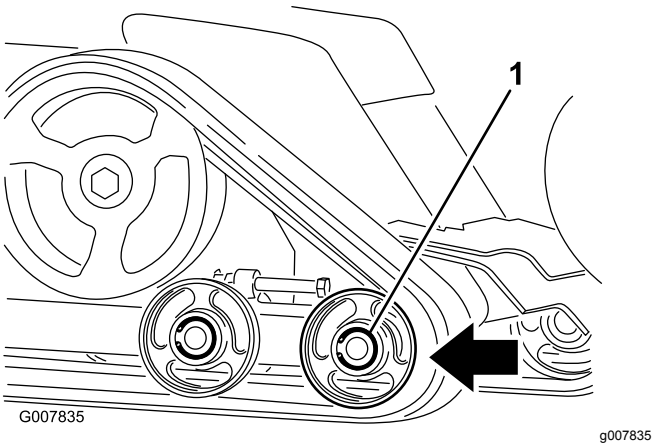

Figur 47
6. Tryck det främre väghjulet bakåt så långt som möjligt (Figur 47).
8. När larvbandet inte längre sitter på väghjulet kan du ta av det från maskinen (Figur 47).
9. Börja vid drevet och dra det nya larvbandet runt det. Kontrollera att spåren på larvbandet passar in mellan distansbrickorna på drevet (Figur 47).
10. Tryck in larvbandet under och mellan de bakre och mellersta väghjulen (Figur 47).